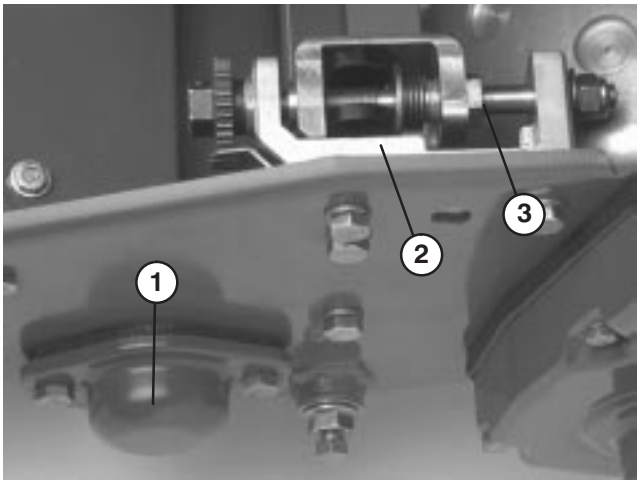

Figure 2
5. Remove (2) capscrews and locknuts securing end cap to left reel bearing housing and side plate of machine. Remove end cap. Retain end cap and mounting screws for use if groomer is ever removed (Fig. 2).
6. Using a 7/8" standard wrench, back out the spring tension screws, on right and left bedbar adjusters, until the thrust washers are no longer tensioned against the bedbar (Fig. 2).
7. Remove (2) capscrews and washers securing left bedbar adjuster frame to side plate (Fig. 2).